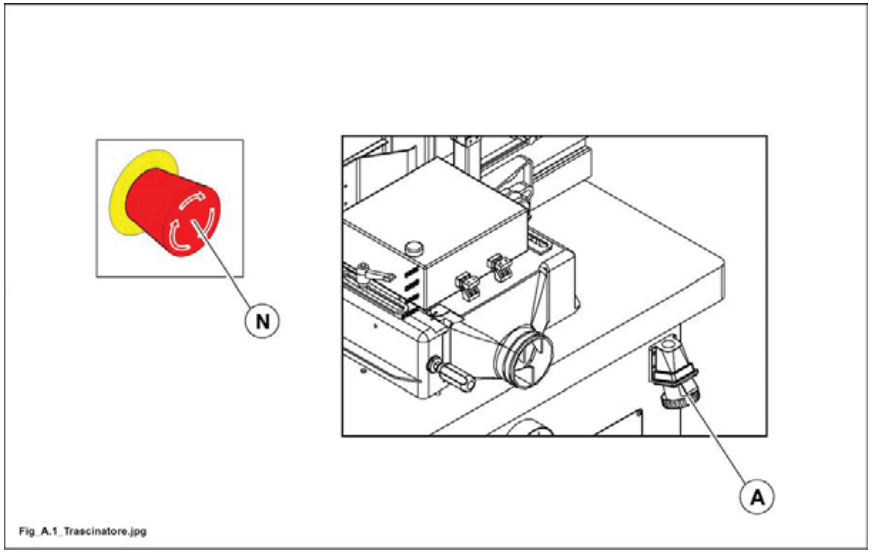

Abb. A.1
schließen Sie die Zugvorrichtung an die dafür vorgesehene Dose (A, Abb. A.1, max. Leistung 0,55 kW) an.
Drücken Sie bei Notabschaltung des Vorschubapparates die Taste (N Abb. A.1).
verwenden Sie zum Anschluss der Zugvorrichtung (nicht von SCM ***geliefert) ausschließlich die Dose (A, Abb. A.1, max. Leistung 0,55 kW), da bei Drücken des Not-Aus-Tasters auch die Spannung zur Dose (A) abgeschaltet wird und dadurch der Betrieb der Zugvorrichtung gesperrt wird.***